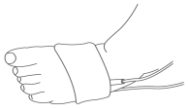

図 4.新生児取り付け図
-新生児(図 4.参照):光学部分を互いに向かい合わせにして、患者の足(足が望ましいが、手でも可)に装着する